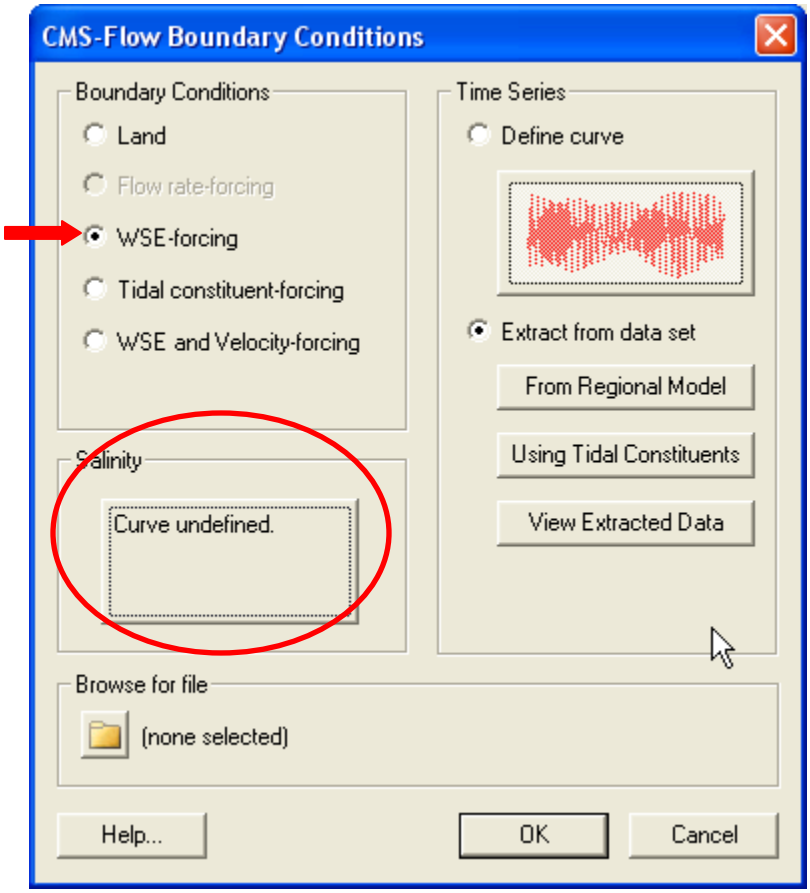

Figure 48. Salinity specifications along the *WSE-forcing* boundary.
3. Click the *Curve undefined* under *Salinity* on the left hand side of the dialog (Figure 48),